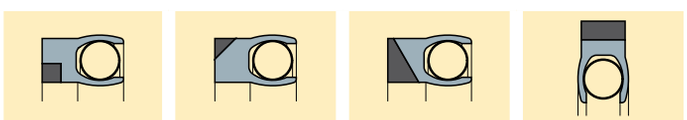

Fig. 6.4 – Non-standard anti-extrusion ring configurations for FlexiSeals®.
b) Refer to figure 6.4 for additional non-standard anti-extrusion ring configurations. Please consult our consultancy service for assistance.